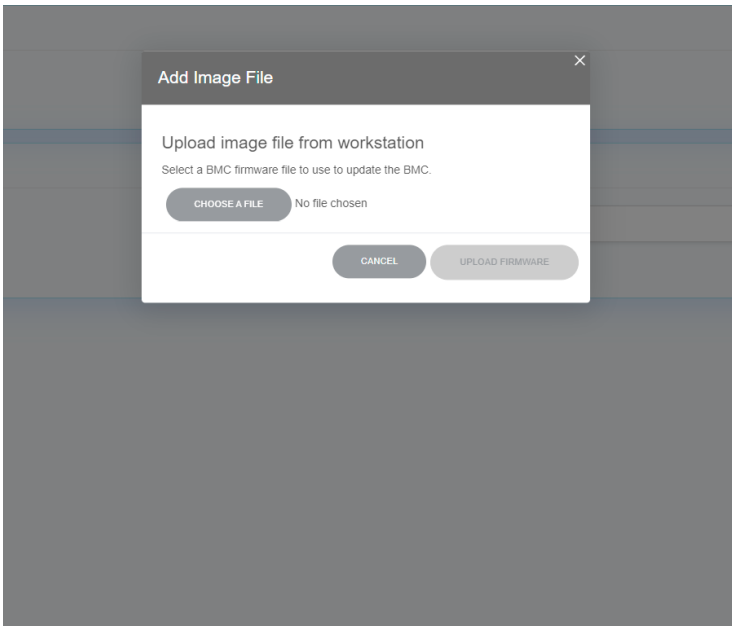

Рис. 75. Окно добавления новой прошивки
3) В поле «Образ прошивки» нажмите на кнопку «Добавить Файл Образа С Рабочей Станции». Окно показано на рис. 75 Окно добавления новой прошивки.